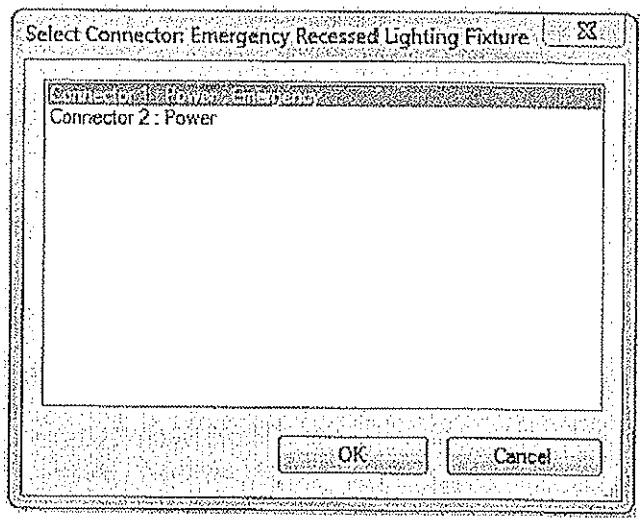

Figure 11–18
- If a component has more than one electrical connector, a Select Connector dialog box opens, as shown in Figure 11–18. Select the connector for which you want to make a circuit and click OK.